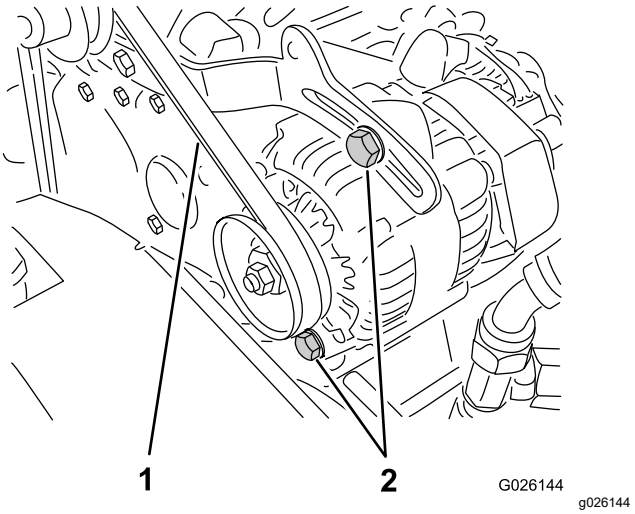

Figur 63
2. Kontrollera spänningen genom att trycka ner remmen mitt emellan vevaxel- och generatorskivorna med en kraft på 10 kg (Figur 63).
A. Lossa de två fästbultarna till generatorn (Figur 63).
B. Vrid generatorn med hjälp av en bändstång tills korrekt remspänning erhålls och dra därefter åt fästbultarna (Figur 63).